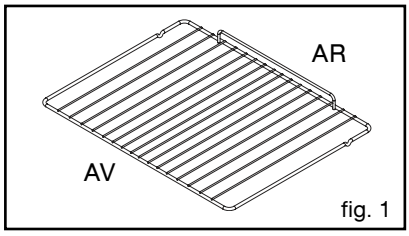

fig. 1
• Sikkerhetsrist som forhindrer velting (fig. 1)